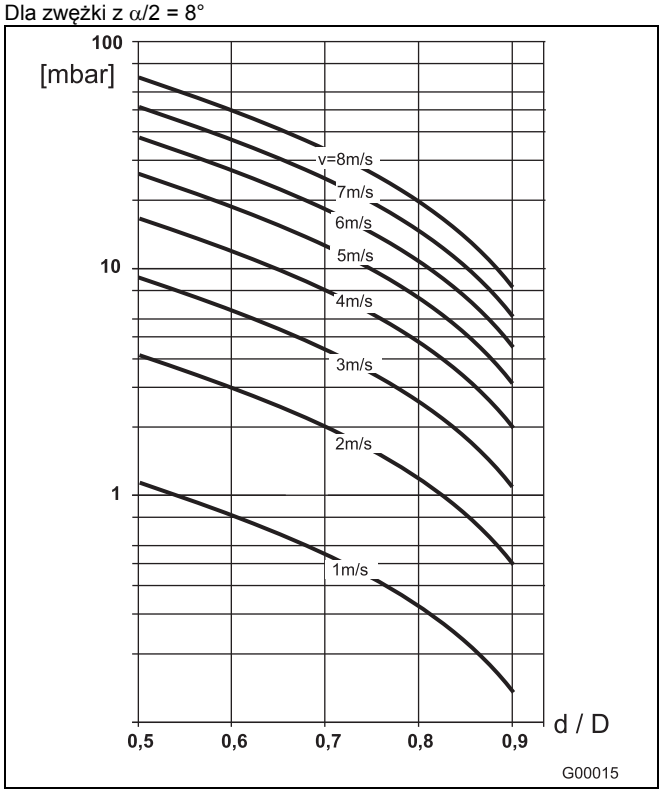

Rys. 20
2. Z nomogramu przepływu odczytać prędkość przepływu (Rys. 20).
3. Na Rys. 20 na osi Y odczytać stratę ciśnienia.